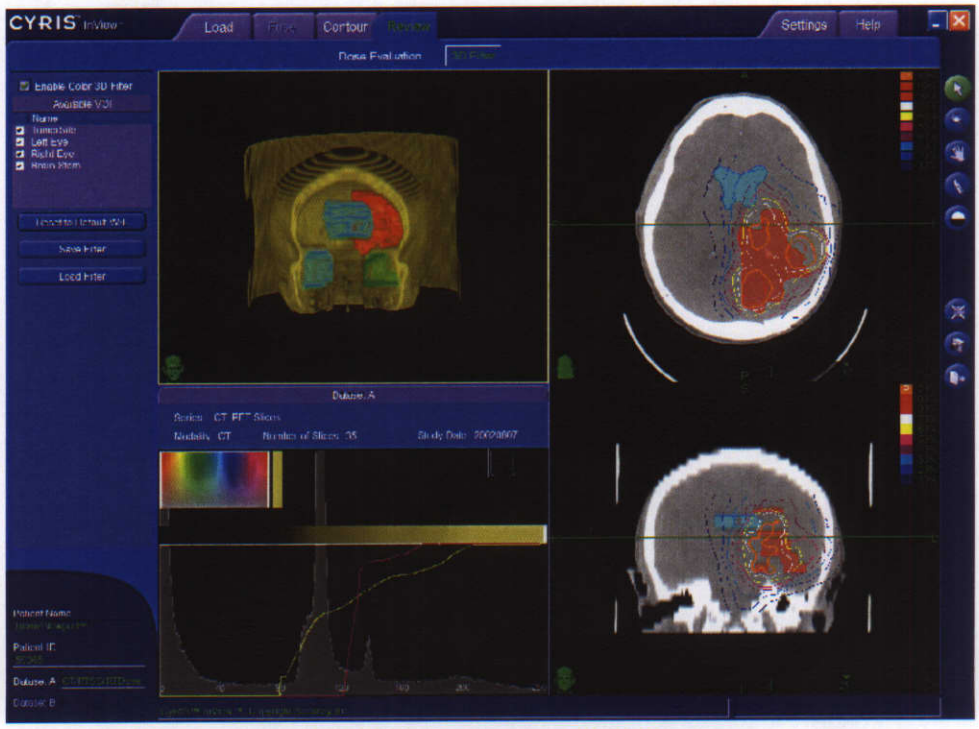

**Figure 35 3D Filter with One Image Series**
*Figure 35 3D Filter with One Image Series, page 53* has the 3D Filter step of the Review task. The layout shown is for a plan with a single medical image. You can set the isodose curves in a similar manner as in *section, Isodose Curves, page 50*. Use the list of VOI to select which VOI to display in the 3D view.